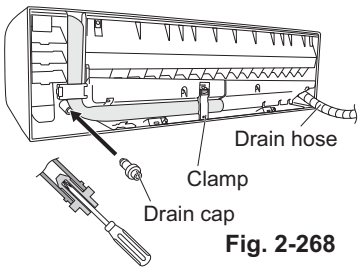

Fig. 2-268
(d) Reattach the drain hose to the left side and the drain cap to the right side. (Fig. 2-268)
(3) Install the indoor unit on the rear panel.
(4) Connect the tubing and wiring led inside from outdoors.
(5) After completing a leak test, bundle the tubing together with armoring tape and store it inside the tubing storage area at the back of the indoor unit and hold it with clamps. (Figs. 2-268 and 2-270)